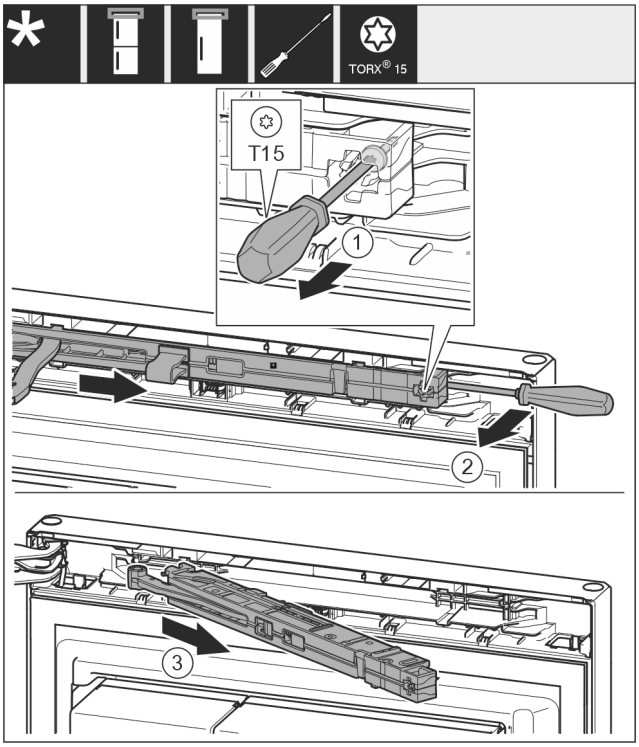

Fig. 11
▶ Šroub *Fig. 11 (1)* na jednotce tlumiče zavírání povolte šroubovákem 14 mm.
▶ Vypačte jednotku tlumiče zavírání *Fig. 11 (2)* na straně madla šroubovákem dopředu.
▶ Vytáhněte jednotku tlumiče zavírání *Fig. 11 (3)*.